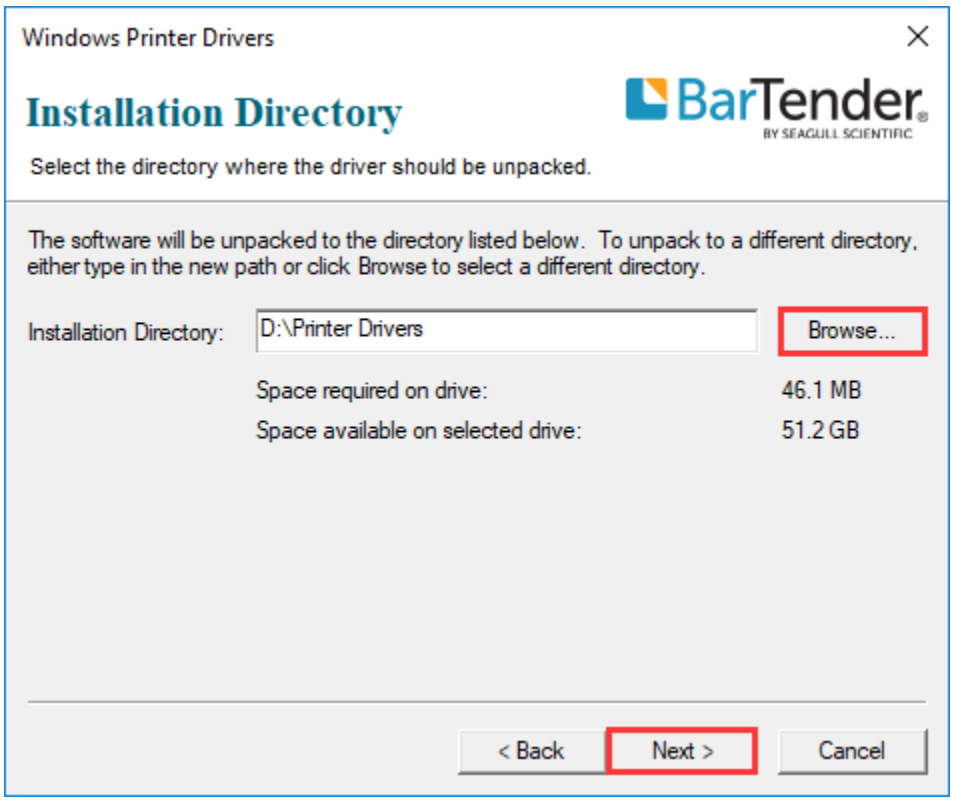

Figure 2-17 Installation Directory Screen
4. The "Installation Directory" screen displays. Click "Browse…" and select where the files will be installed, then click "Next", as shown in Figure 2-17.